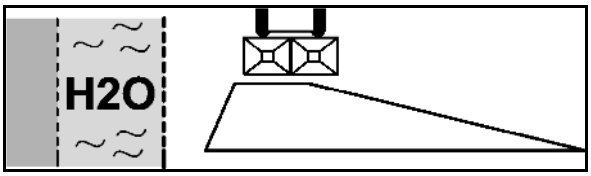

図 71
設定する値は散布表 (図 71) から読み取ってください。
2. 表示器 (図 73/2) が散布表 (図 71) による設定値を指すまで、境界散布デフレクターをガイドブラケット (図 73/1) 上でずらします。